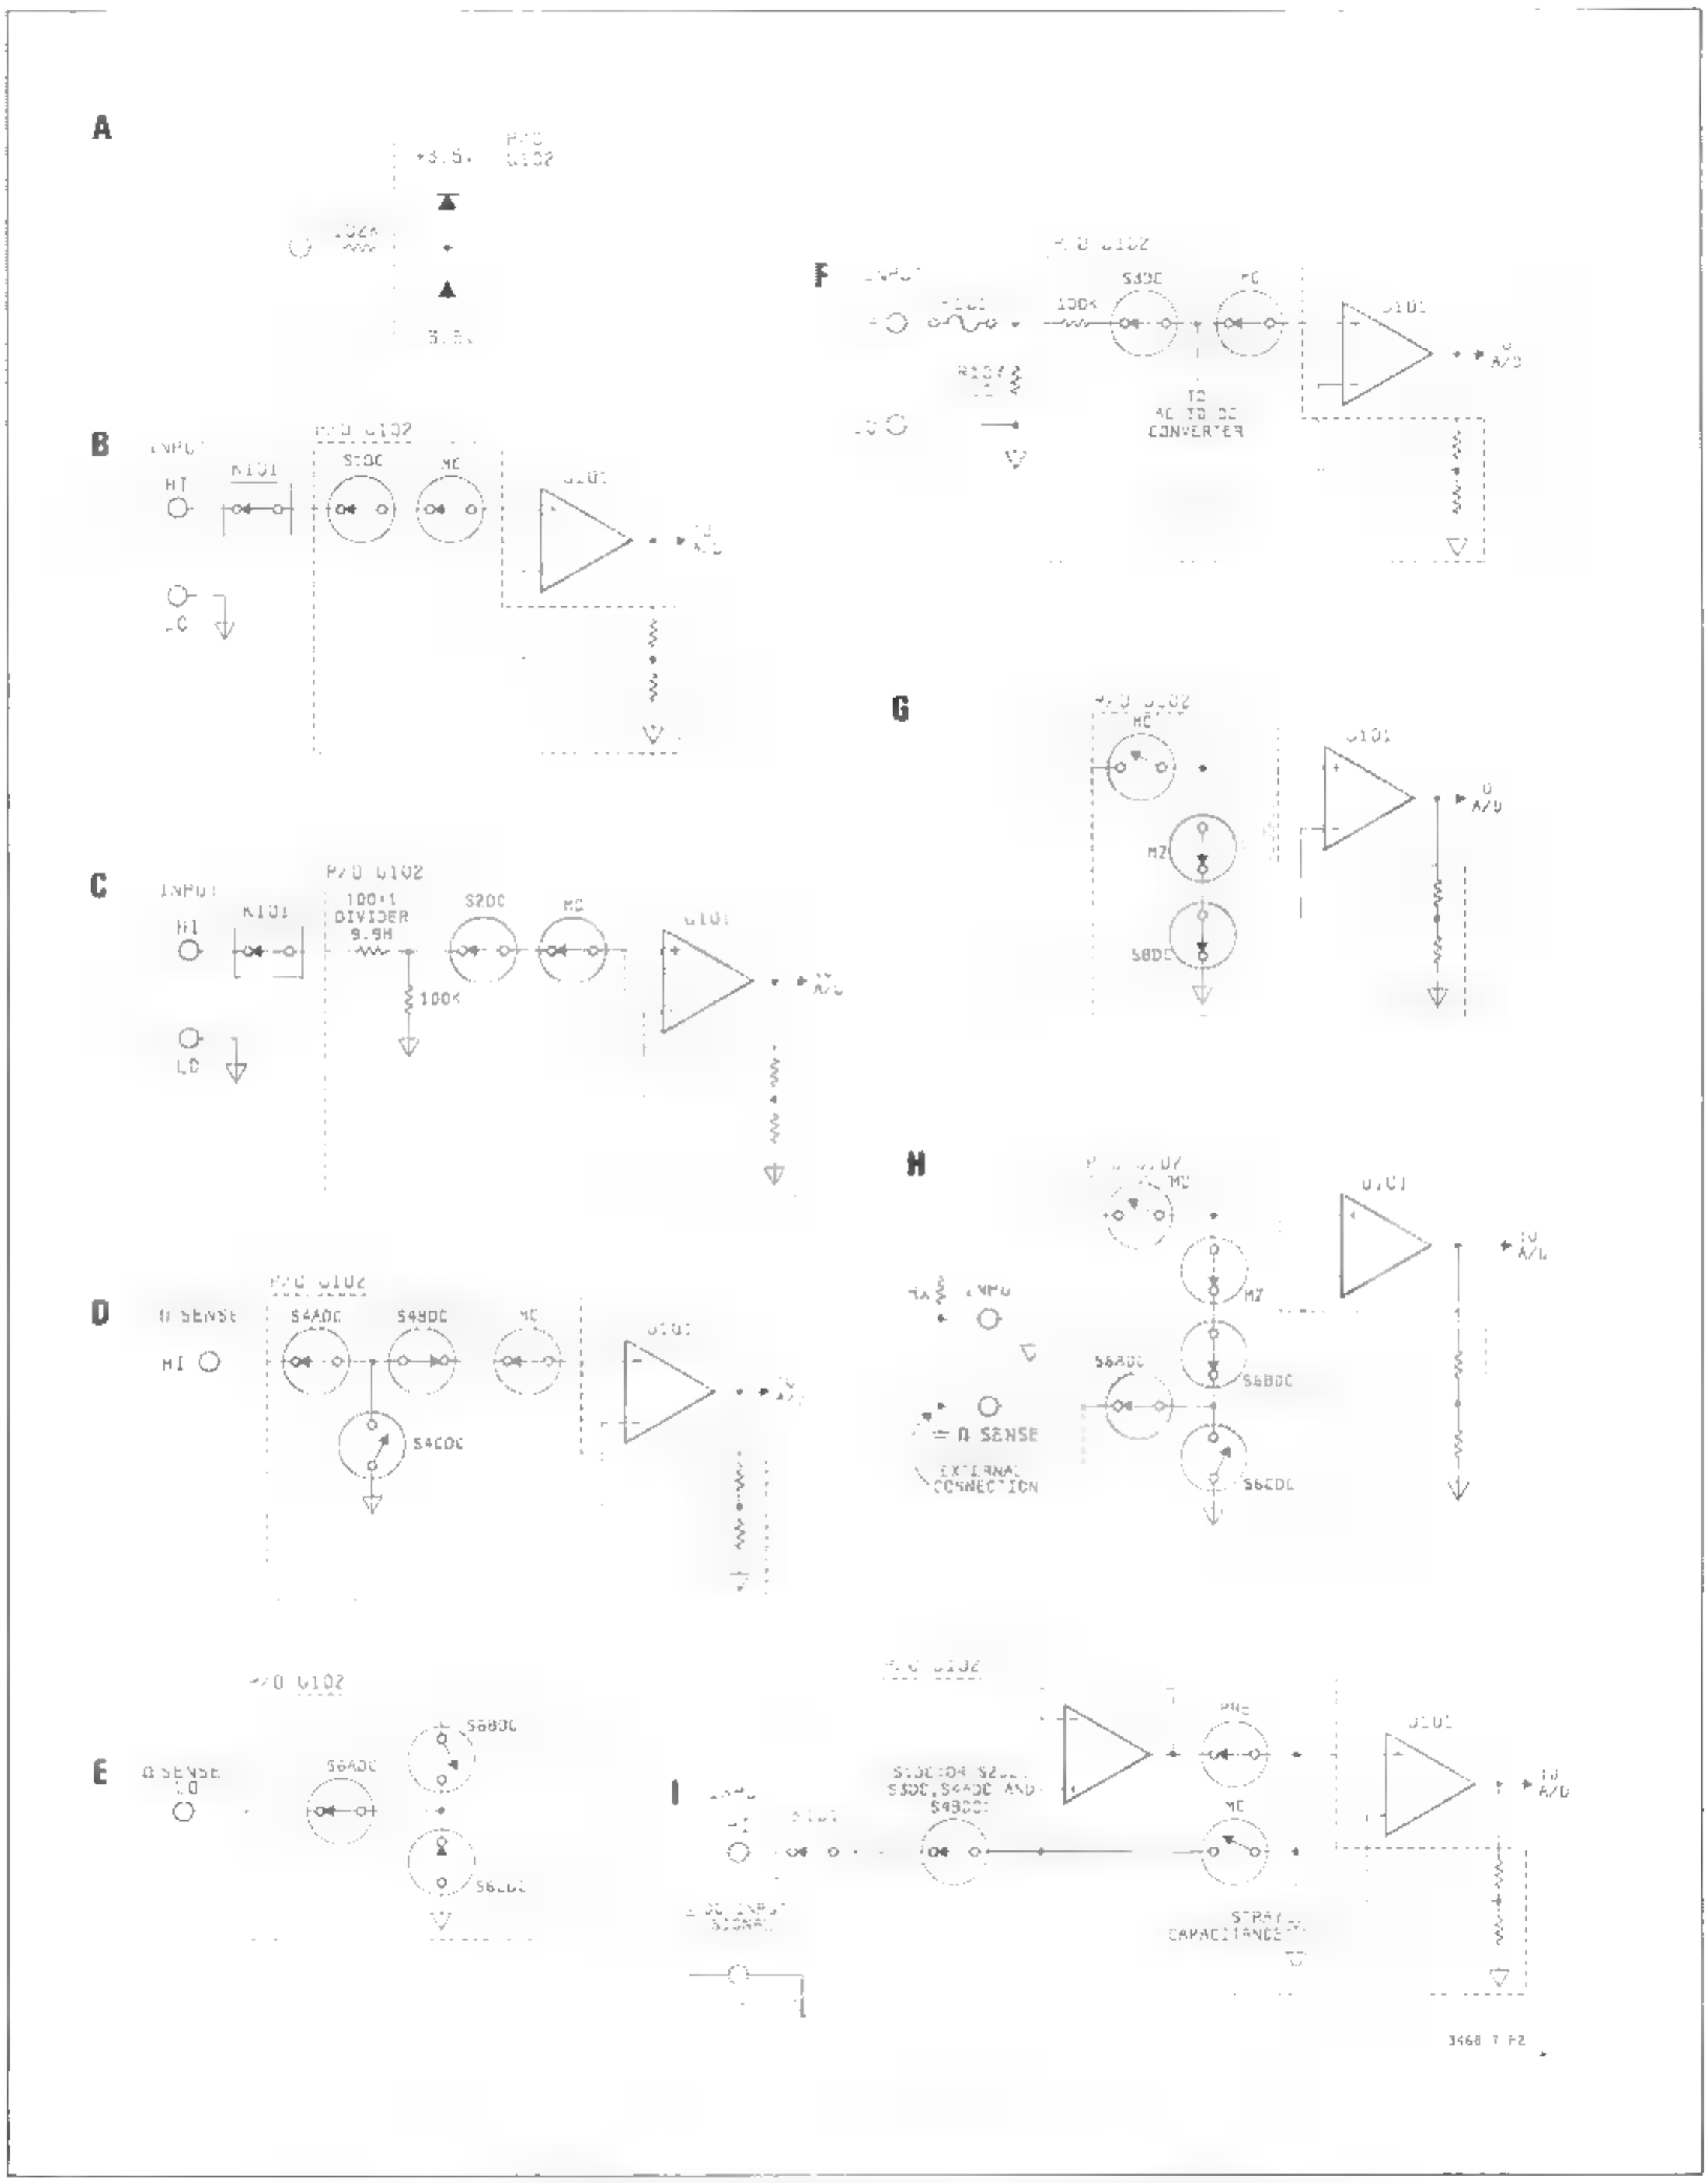

Figure 7-F-2. Simplified Schematic Of The Input Switching Circuitry
d. **Ohms Low Sense Path (Figure 7-F-2E).** This path consists of R101, R102, S6ADC, and S6CDC (S6ADC and S6CDC are in U102). The path is used to connect the LO OHMS SENSE Input Terminal (low ohms input) to ground (LO INPUT Terminal), when the 3468A is in the 4-Wire Ohms Function. In the 2-Wire Ohms Function, the low ohms input is the LO INPUT Terminal (which is connected to ground).
e. **Current Input Path (Figure 7-F-2F).** This path includes R107 and S3DC (in U102). The voltage drop across R107 (which is generated by the current being measured) is connected through S3DC to the DC/Ohms Input Amplifer. This path is used only in the DC Current Function.
a. **Autozero (in DC Volts, DC Current, and 2-Wire Ohms Functions).** In the DCV, DCI, and 2-Wire Ohms Functions, the offset measurement (measure zero) is made with switch MC (measure customer) open, and switch MZ (measure zero) and S8DC closed (see Figure 7-F-2G). Switch S8DC and MZ connects the DC/Ohms Input Amplifier to ground through a 102K ohm resistor. After the offset measurement is made, switch S8DC and MZ opens, and switch MC closes for the input measurement. (Note: MOSFET switches MC, MZ, and S8DC are in U102.)
b. **Autozero (in the 4-Wire Ohms Function).** In the 4-Wire Ohms Function, the offset measurement is made with switch MC (and S8DC) open and switch MZ, S6ADC, and S6BDC closed. The DC/Ohms Input Amplifier is connected to ground through the Ohms Low Sense Path (includes ■ externally connected lead; see Figure 7-F-2H) to the LO INPUT Terminal. This measurement is different than in the DC Volts, DC Current, and 2-Wire Ohms Functions, since the Input Amplifier is connected to ground through the externally
7-F-15. Pre-Charge Stage (Figure 7-F-2I). A small stray capacitance exists in U102 between the input of the DC/Ohms Input Amplifier and ground. During ■ zero measurement (measure zero in the Autozero Function), this capacitor is at zero volts. After the offset measurement, the input to the 3468A is applied to the Input Amplifier and the capacitor is charged to the input voltage. This charging may temporarily load down the input voltage and ■ wrong reading is taken. To prevent this, the input of the Input Amplifier is pre-charged to the input voltage before the input measurement is made. This is done by the Pre-Charge Amp and MOSFET Switch PRE (both in U102). The operation is as follows: